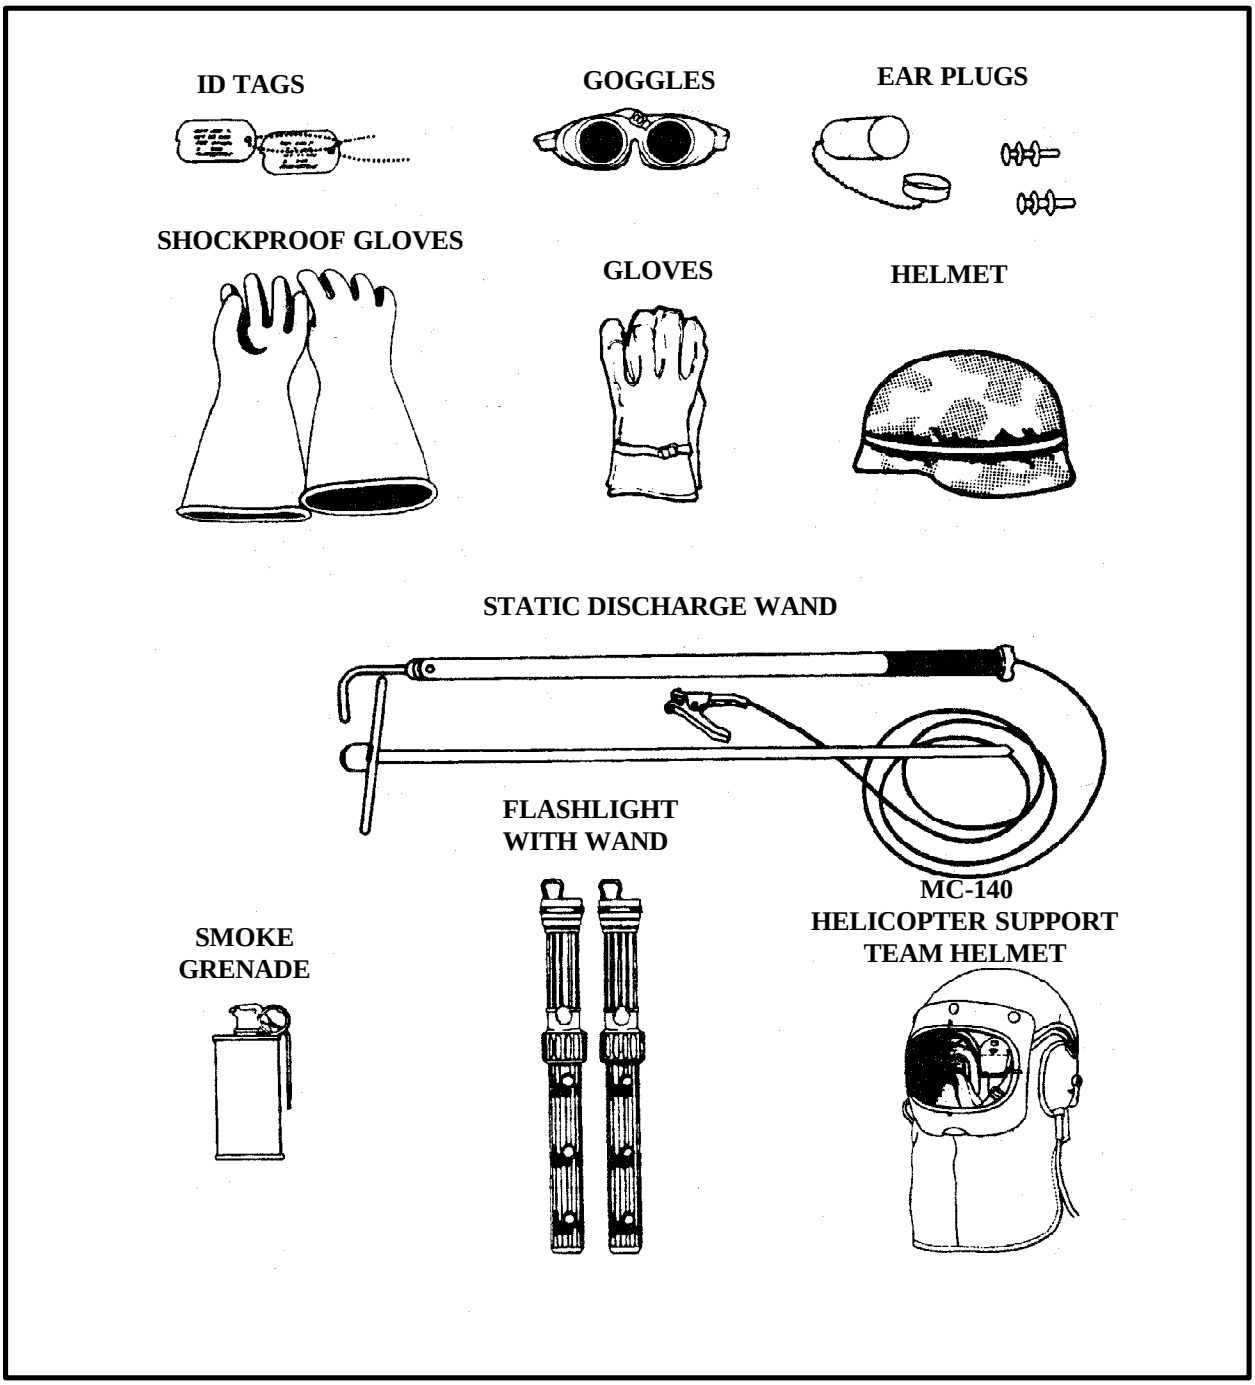

*Figure 3-1. Personal Protection Equipment*
**f. Other Equipment.** The static discharge wand is used to protect the hookup man from static electric shock. Smoke grenades are used to mark the location of the landing site and/or indicate wind direction. Flashlights with wands are used to give hand-and-arm signals at night. Figure 3-1 shows equipment that is normally needed. The equipment national stock numbers (NSN) are listed in Appendix B.